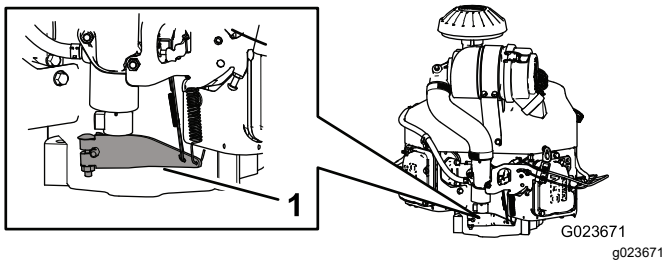

Rysunek 66
3. Dociśnij koniec sprężyny ramienia regulatora w dół (Rysunek 66).